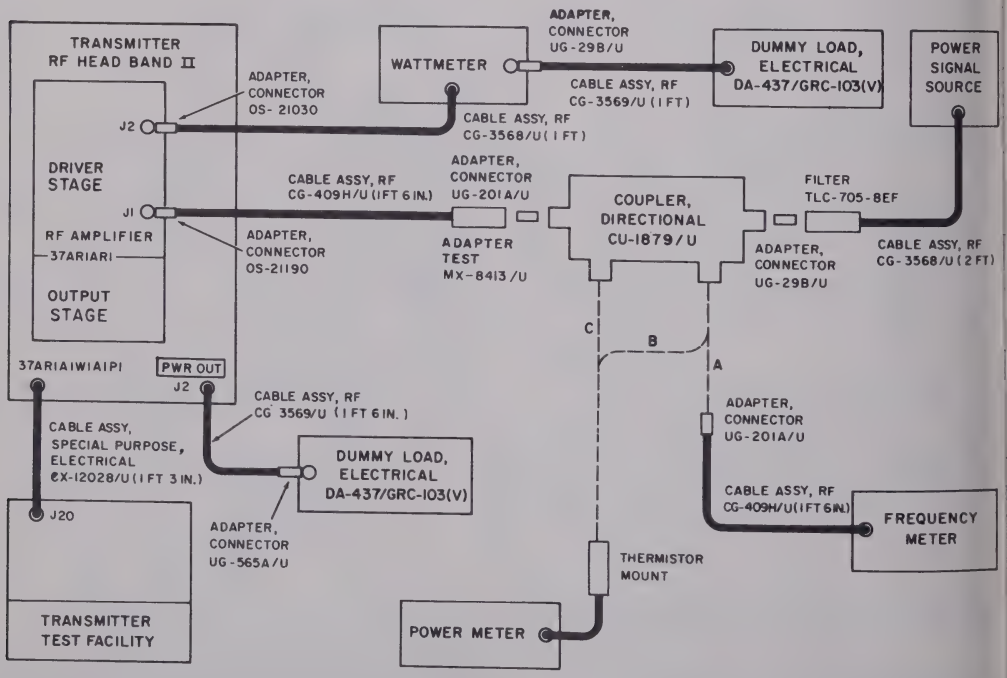

Figure 4–209. Radio frequency amplifier 37AR1, driver amplifier check, test setup.
(*e*) Reduce the power signal source output level to 100 mw (power meter indication of +20 dbm minus 10 db minus coupling factor (B, fig. 4–207).
(*a*) Connect the test equipment to the driver amplifier as shown in A, figure 4–209. Do not change the position of the XMTR TUNE control (channel 1010 exactly).
(*e*) Adjust simultaneously the driver coupling probe C2 (fig. 4–208) and the trimmer capacitor 37AR1AR1C4 (fig. 3–44) for maximum indication on the wattmeter. The level should be between 3.5 watts and 4.5 watts.
(*f*) Record the level indicated on the power meter connected to the incident port of the directional coupler (B, fig. 4–209).
(*g*) Connect the power meter to the reflected power port (C, fig. 4–209). The power meter should indicate at least 14 db less than the level noted in (*f*) above.
2. Loosen the drive chain idler (fig. 4–208) and slacken the chain.